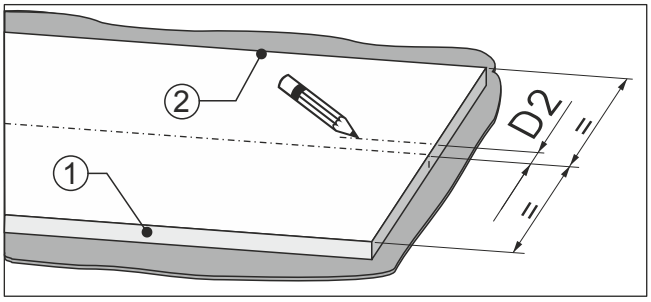

Fig. 91
▶ Od středu čela nábytku změřte rozměr *Fig. 91 (D2)* směrem ke straně dveřního dorazu *Fig. 91 (2)*.